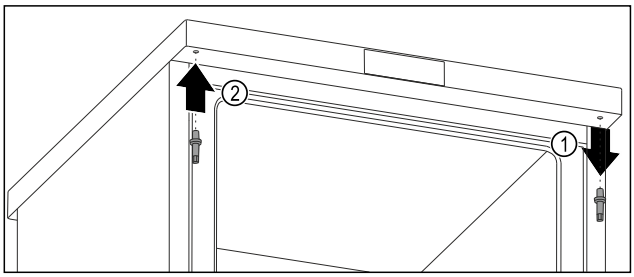

Fig. 12
- ▶ Skru ut den øvre bolten med utvendig sekskantnøkkel. *Fig. 12 (1)*
- ▶ Skru fast bolten med utvendig sekskantnøkkel på motsatt side. *Fig. 12 (2)*